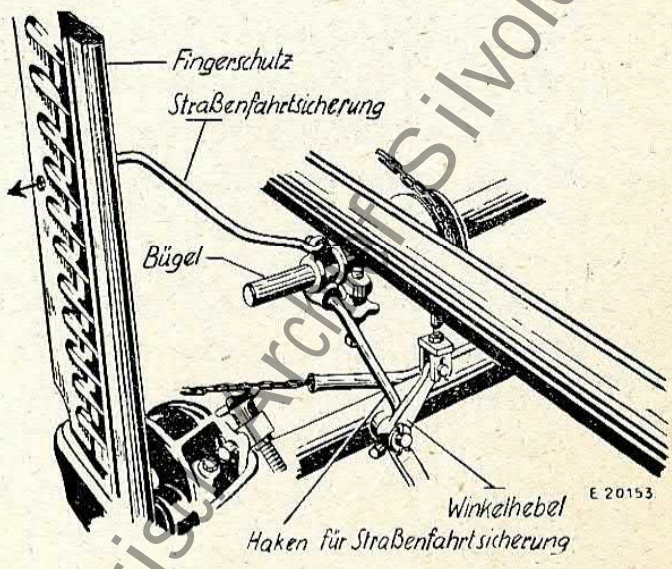

Bild 17.
**Straßenfahrtsicherung einhängen** (Bild 17).